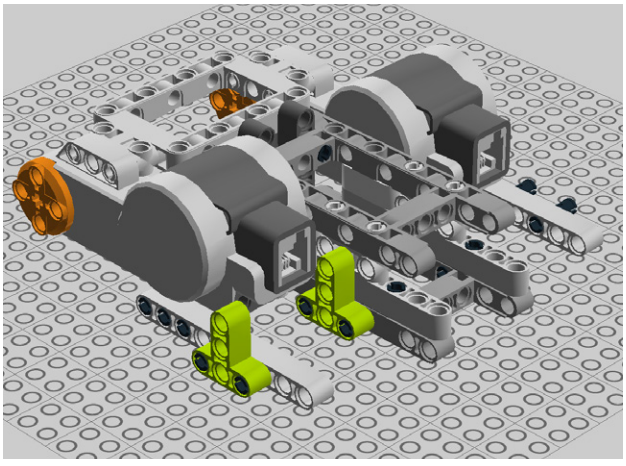

Figure 7-38. *Step 31: Connecting the T-beams*
31. Connect two T-beams (see Figure 7-38).